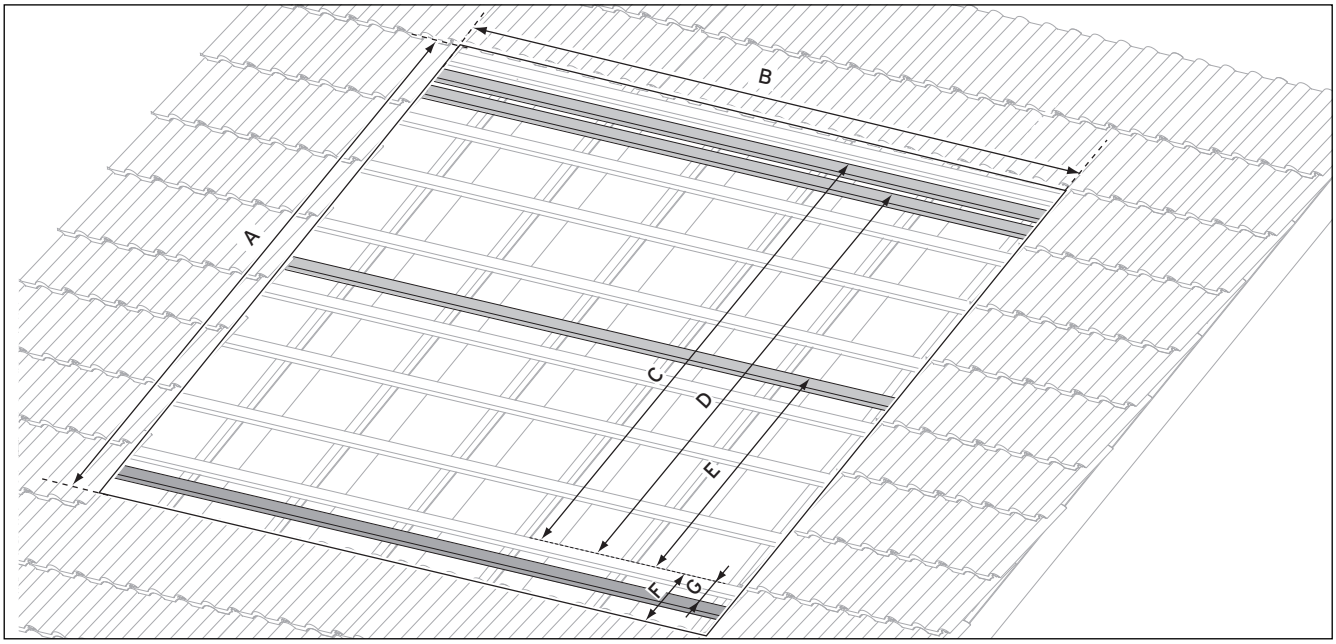

**Fig. 6.1 Dimensions pour le montage du champ et le positionnement des lattes d'installation (la ligne de référence est respectivement le bord du toit)**
- ➤ Déterminez le champ d'installation au toit à l'aide des cotes **(→ Fig. 6.1)**.
- ➤ Installez des liteaux supplémentaires conformément à la **Fig. 6.1**.